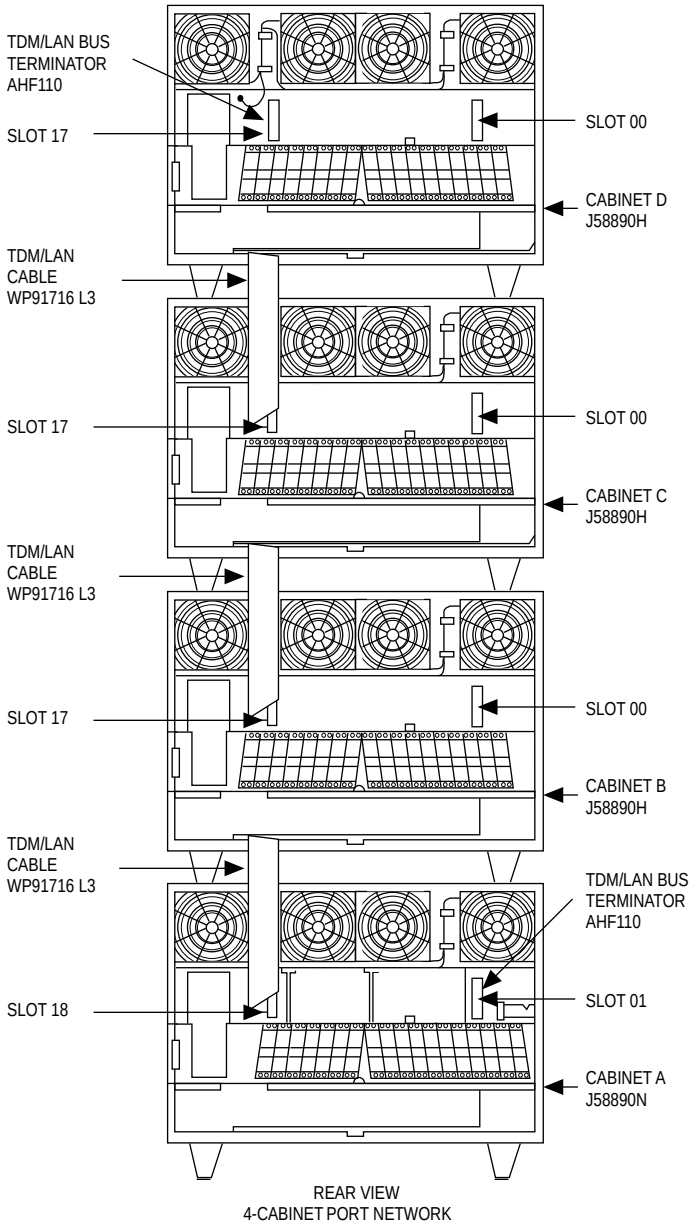

Figure 1-8. TDM/LAN Connections for G3r V4 EPN
a. Verify that an AHF110 TDM/LAN bus terminator is installed on the right side of the expansion control cabinet (looking from the back of the cabinet) as shown in Figure 1-8.
1. Route and connect the new WP-91716 L3 TDM/LAN cables (see Figure 1-8). Use the following steps to route the cables between the R1V3 port cabinets being reused. The new cables are not run through the existing slot in the rear shelves.